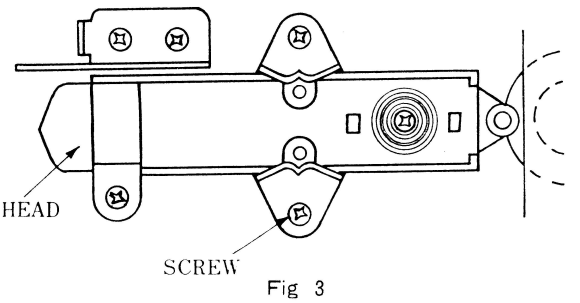

Fig 3
4. **Then play a standard tape with an 8 Kc/s signal and adjust the screw indicated in fig. 3 for maximum output power.**